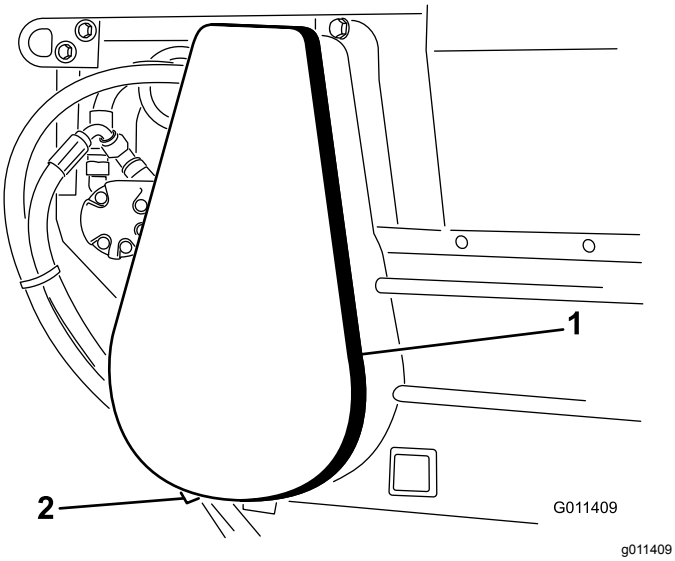

**Figur 29**
1. Fjern kjededekselenheten og avstandsstykket (Figur 29).